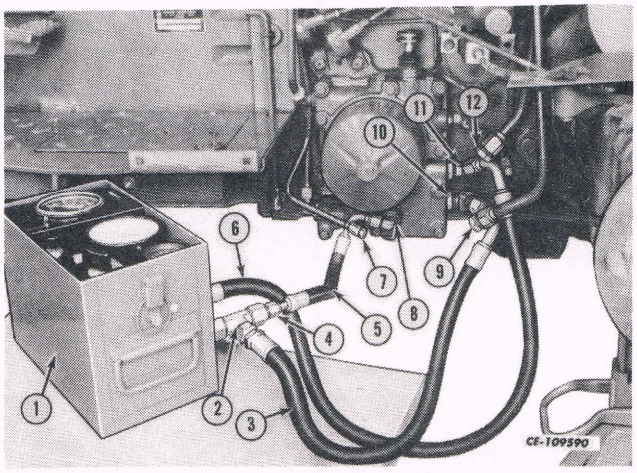

Fig. 54
1. Hook up Flo-rater Plt-863 (1) as shown in Fig. 54. (The left rear wheel and fender has been removed for illustration purposes.)